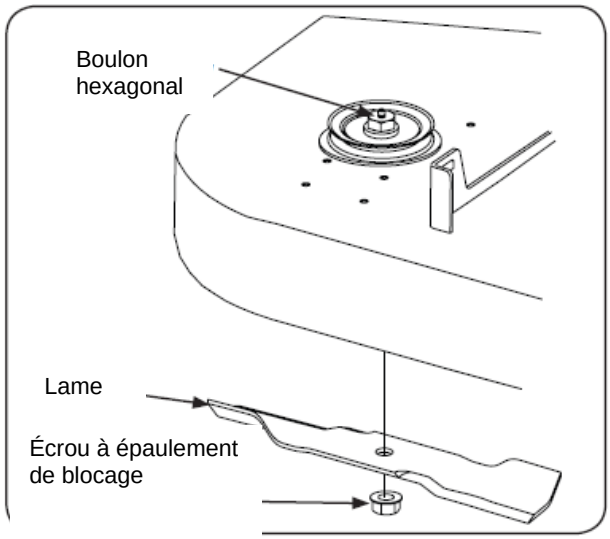

Figure 7-5
4. Utilisez une clé à douille de 1 1/8 po. sur le côté de la poulie du boulon pour les douilles. Consultez la Fig. 7-5.